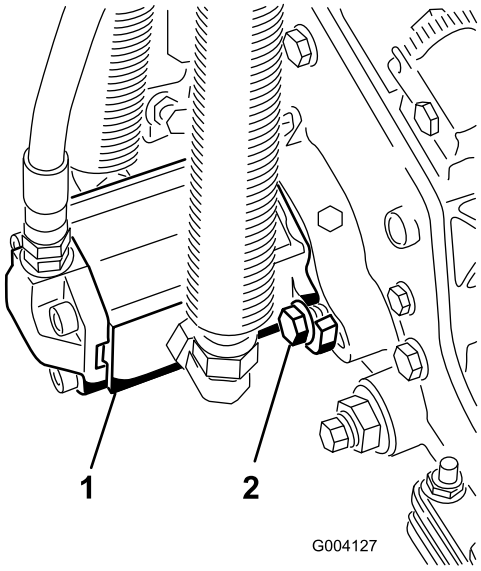

Figura 13
16. Instale el motor girándolo en el sentido de las agujas del reloj de modo que las bridas del motor no choquen con los pernos (Figura 13).